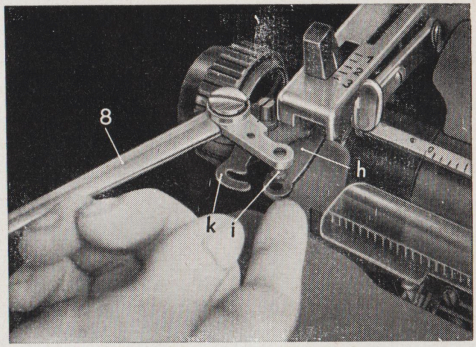

Abb. 5
Der zwecks bequemen Verpackens zurückgelegte Zeilenschalter (8) wird nach vorne geschwenkt, die Verbindungsstange (h) dann in den Bolzen (i) gesteckt und der Sicherungshaken (k) um den Bolzen gelegt (Abbildung 5).
Der Zeilenschalter (8) erfüllt in einem Arbeitsgang zwei Funktionen. Drückt man ihn nach rechts, um den Wagen an den Zeilenanfang zu schieben, so schaltet er gleichzeitig die Walze auf die nächste Schreibzeile. Es können fünf verschiedene Zeilenabstände geschaltet werden. Zum Einstellen der Zeilenabstände dient der Zeileneinsteller (14). Man rastet ihn durch einen kleinen Druck nach rechts aus und verstellt ihn so, daß der auf ihm angebrachte weiße Strich mit dem Teilstrich des gewünschten Zeilenabstandes übereinstimmt. Läßt man ihn los, so rastet er automatisch an dieser Stelle ein (Abb. 5 und 11).